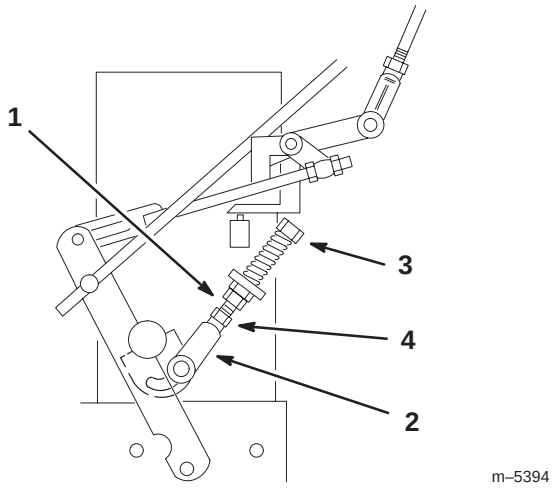

Figure 50
8. If the wheel turns while holding the drive lever in neutral, the neutral control linkages need to be adjusted (Fig. 50). If wheel stops then go to step 12.
9. Loosen the nut against the neutral control linkage yoke (Fig. 50).
10. Adjust the neutral control linkage until the respective drive wheel stops while the drive lever is pulled against the neutral spring (neutral position) (Fig. 50).
11. Turn the adjusting bolt approximately 1/4 turn clockwise if the wheel is turning in reverse or turn the bolt approximately 1/4 turn counter–clockwise if the wheel is turning forward (Fig. 50).